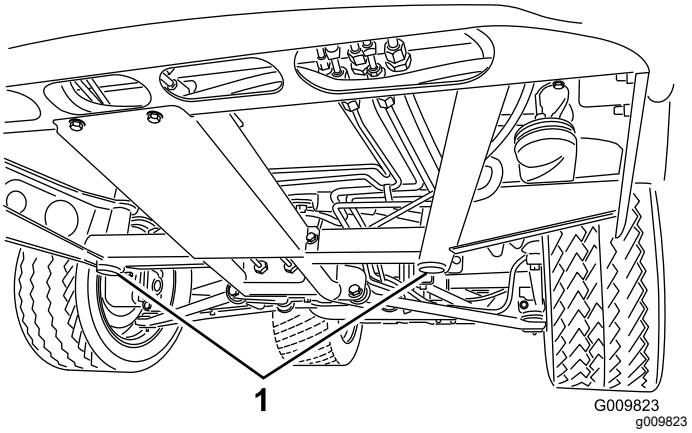
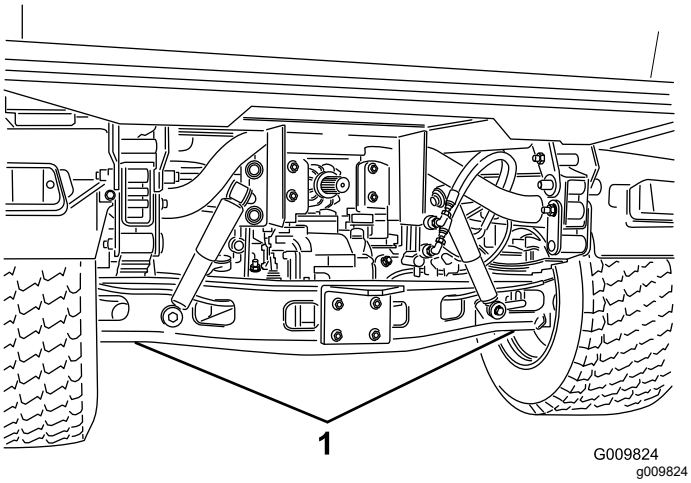

**Figuur 36**
**Figuur 37**
- Het krikpunt aan de voorkant van de machine bevindt zich onder het middelste steunpunt van het voorframe (Figuur 36) en aan de achterkant onder de achteras (Figuur 37).